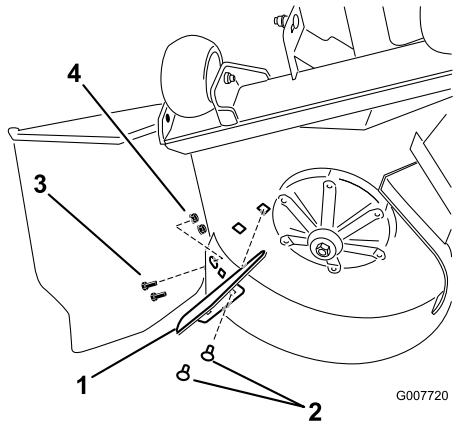

Figuur 23
5. Zoek de uitwerpplaat bij de losse onderdelen. Monteer de uitwerpplaat op de onderkant van het maaidek zoals wordt getoond in Figuur 23.